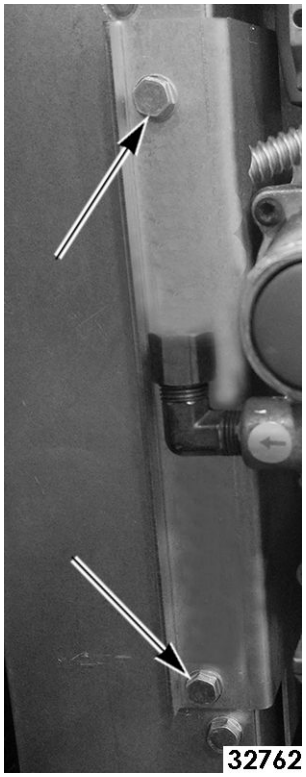

**Fig. 3**
6. Remove screws (Fig. 3) securing gas mount bracket to oven.